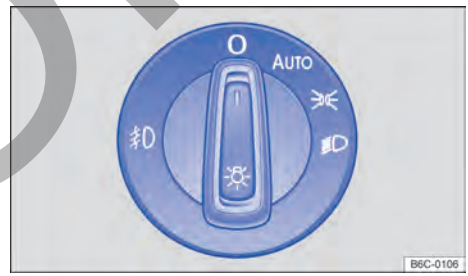

Fig. 69 Al lado del volante: interruptor de luces (una variante).
– **Encender el faro antiniebla:** Tire del conmutador de las luces hacia afuera y gire a la izquierda → fig. 69. La luz de control se enciende en el conmutador en color verde.